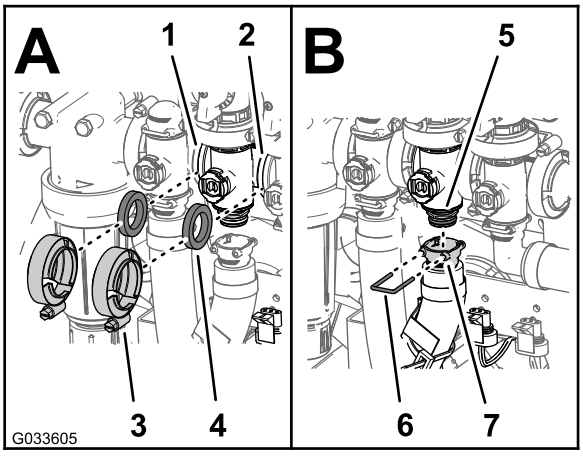

Figure 130
2. Assemble the agitation bypass valve, gasket, and agitation-valve manifold with a flange clamp and tighten by hand (Figure 130).